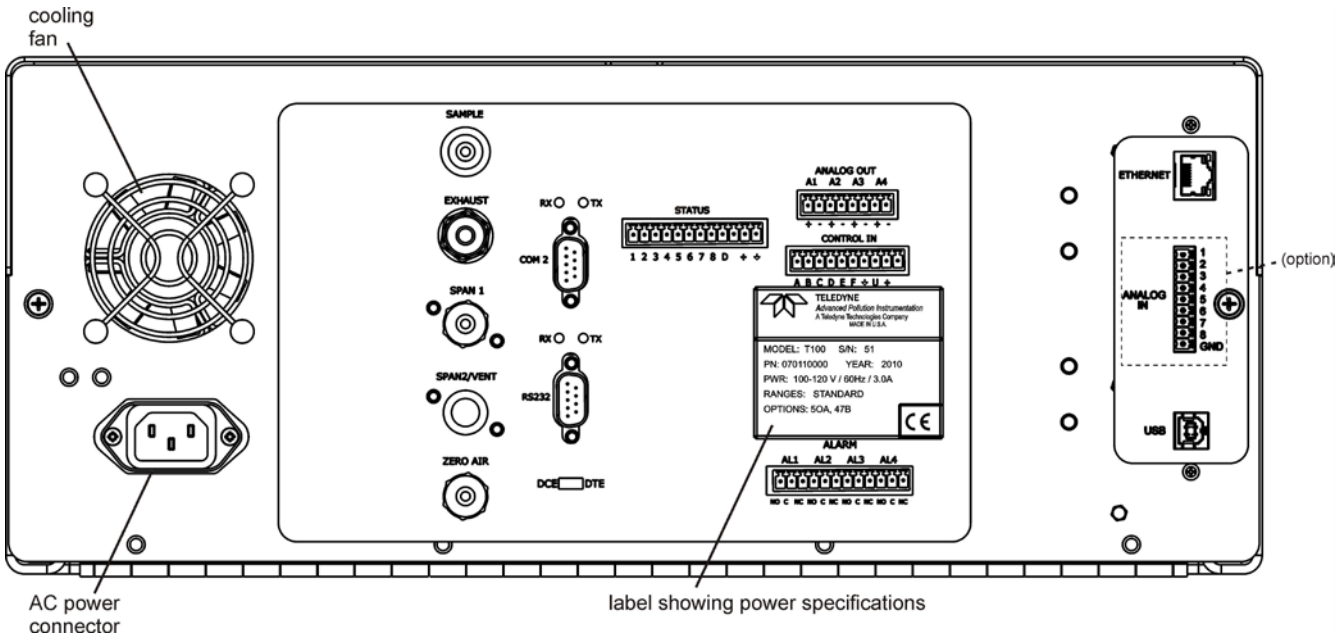

**Figure 3-4: Rear Panel Layout**
**To avoid damage to your analyzer, make sure that the AC power voltage matches the voltage indicated on the analyzer's model/specs label (See Figure 3-4) before plugging the T300/T300M into line power.**